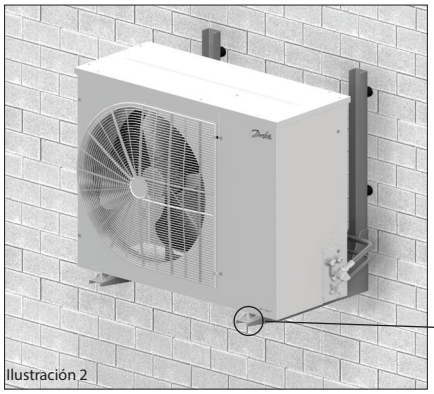

Ilustración 2
- La unidad se debe instalar de forma segura en un soporte estable y rígido al que se deberá fijar desde un principio. Consulte la ilustración 2.